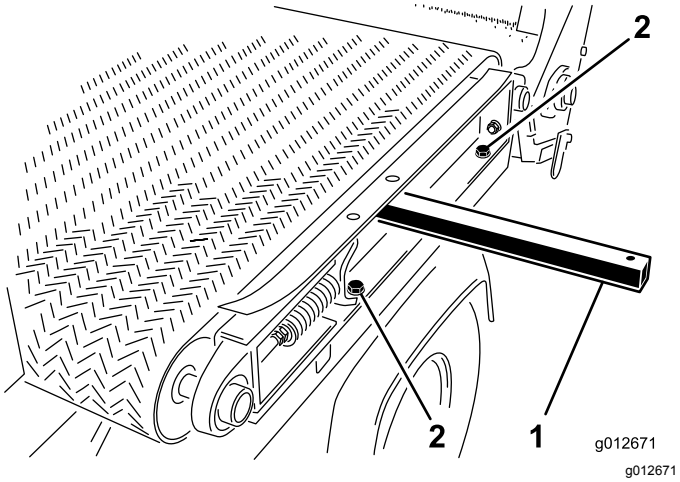

Rysunek 29
1. Po lewej stronie maszyny przymocuj lewą szynę ramy ślizgowej do lewego błotnika (Rysunek 29) za pomocą 2 śrub i 2 podkładek zdemontowanych w ramach procedury Rozmontowywanie sań ślizgowych (Strona 25), następnie dokręć śruby.